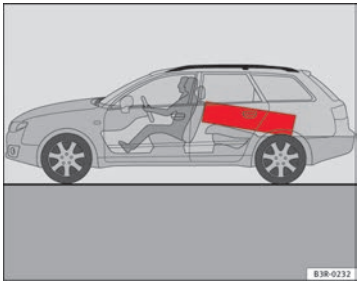

Fig. 114 Position heavy items as far forward as possible.
– Position heavy items as far forward as possible ⇒ Fig. 114.